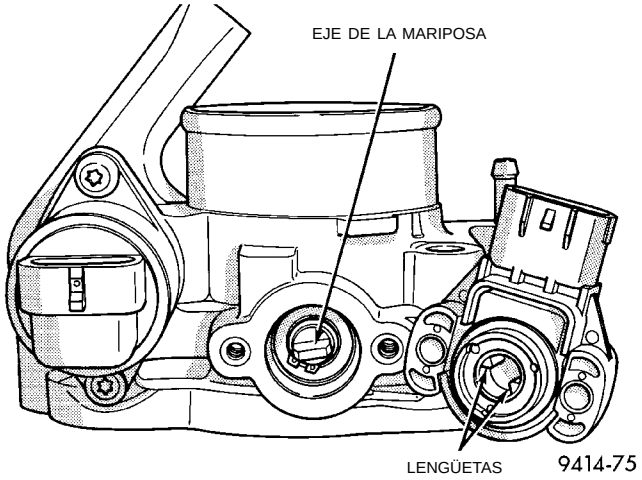

Fig. 93 Instalación del sensor de la posición de la mariposa del acelerador
(1) El extremo del eje de la mariposa del cuerpo de mariposa se desliza en un enchufe del TPS (Fig. 93). El enchufe tiene dos lengüetas en su interior. El eje de la mariposa descansa contra las lengüetas. Cuando se gradúa correctamente, el TPS puede girar unos pocos grados a la derecha para alinear los orificios de instalación de los tornillos con los orificios del cuerpo de mariposa. El TPS tiene una leve tensión cuando se gira a su posición. Si resulta difícil girar el TPS a su posición, instale el sensor con el eje de la mariposa del otro lado de las lengüetas del enchufe. Ajuste los tornillos de instalación con una torsión de 2 N·m (17 libras pulgada).